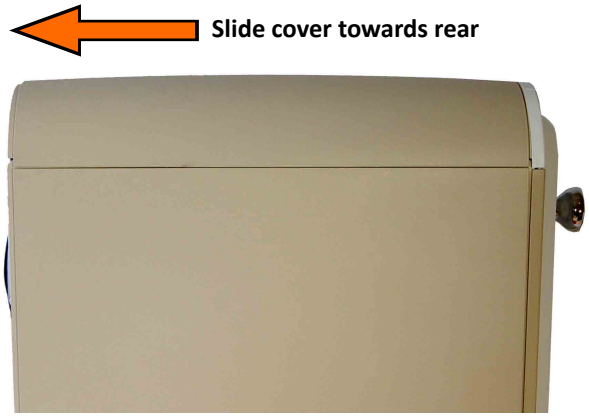

Figure 1
2. Remove the top cover by sliding the cover back “slightly” towards the rear of the unit (see Figure 1).